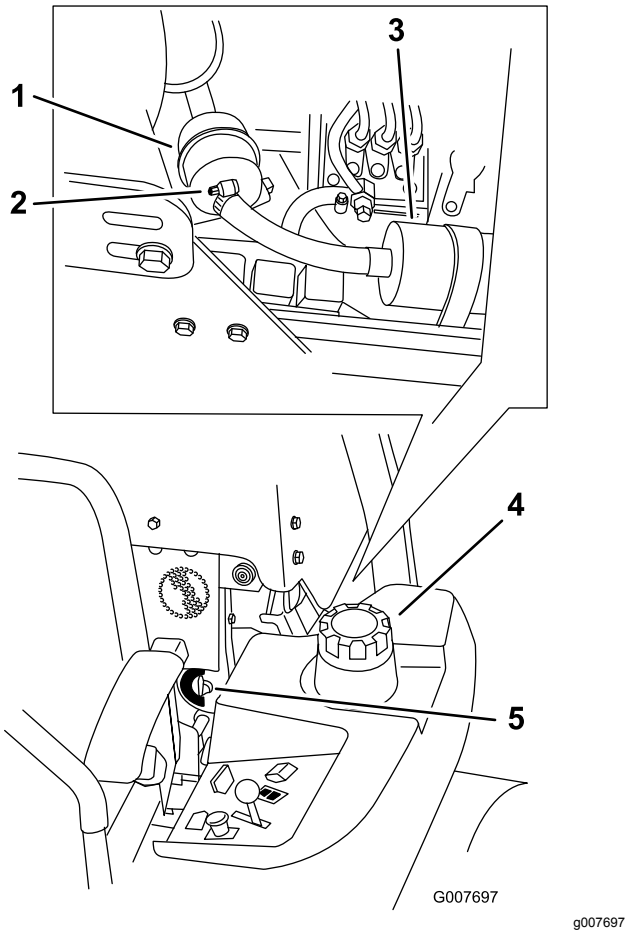

Figur 72
4. Stäng bränslekranen (Figur 72).
5. Lossa de två slangklämmorna och koppla loss bränsleslangarna från bränslefiltret (Figur 72).
6. Montera ett nytt filter. Koppla bränsleslangarna till bränslefiltret och montera de två slangklämmorna (Figur 72).